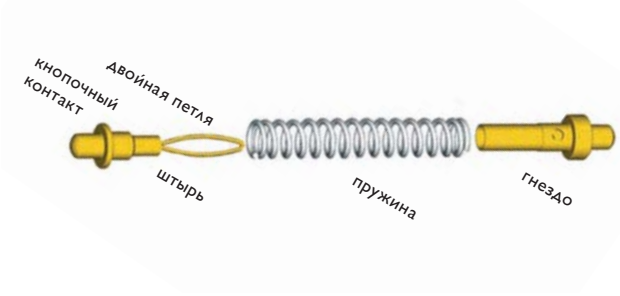

Рис. 3. Соединение Pin Loop
• Pin Loop (RFF) – технология соединений, одобренная Европейским космическим агентством, сочетает подпружиненные сочленения с гибкими контактами в виде двойной эластичной проволочной петли (рис. 3). Устанавливаемые на печатные платы подпружиненные контакты без использования пайки обеспечивают надежные соединения при малых значениях токов и в очень жестких условиях эксплуатации космических аппаратов.